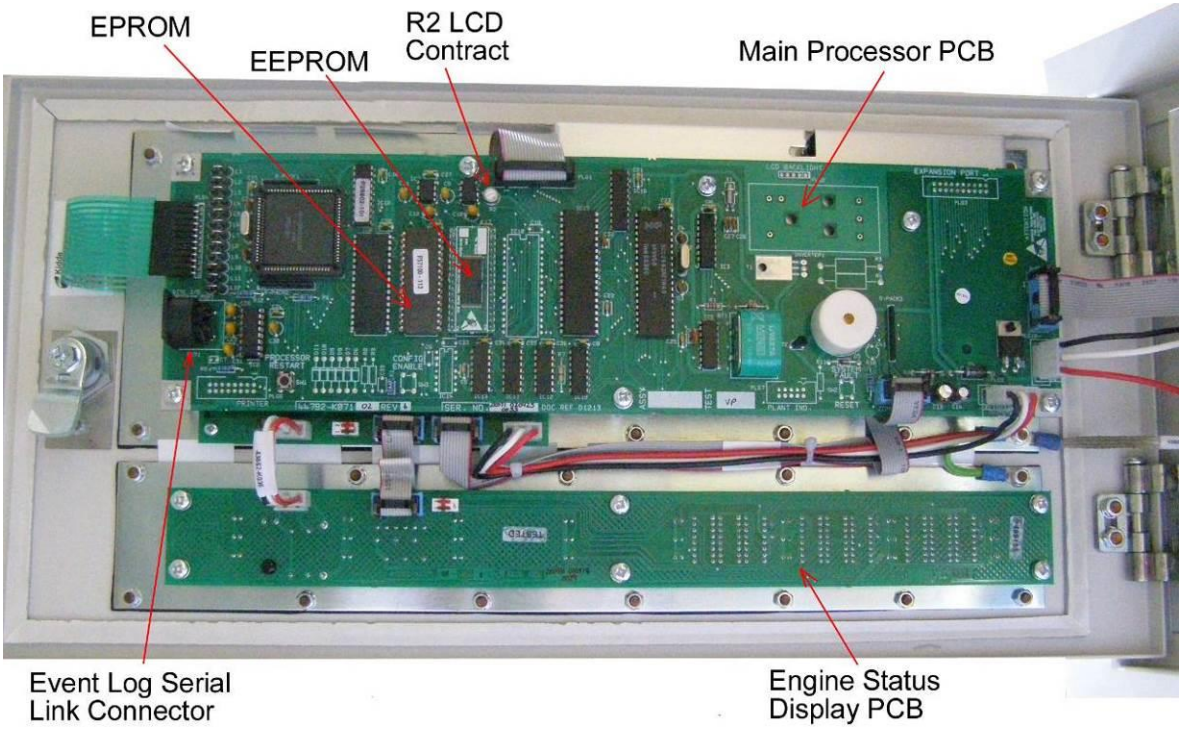

Figure 57 Control Unit PCB's
3.6.1 Main Control Processor PCB - Part No. 1-44782-K071-02 (refer to Figure 57)